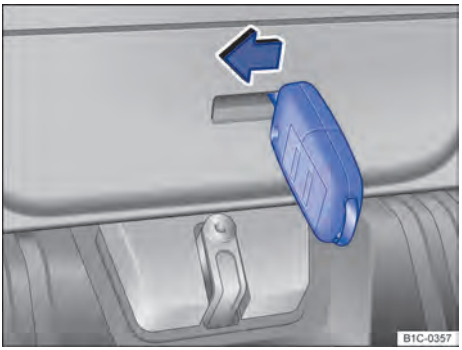

Fig. 154 No compartimento de bagagem: destravar a tampa traseira.
- Inserir a haste da chave na abertura da tampa traseira ⇒ Fig. 154 e pressionar a alavanca de destravamento no sentido da seta, para destravar a tampa traseira.